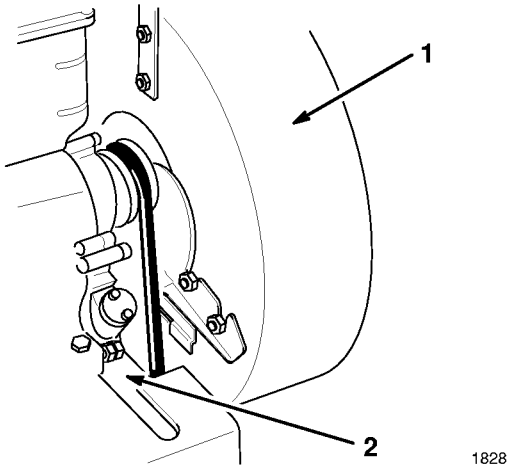

Abbildung 28
10. Den Riemen über die Riemenscheiben und unten durch die Öfnung durchziehen. Das Gebläsegehäuse wieder einsetzen und befestigen (Abb. 28).